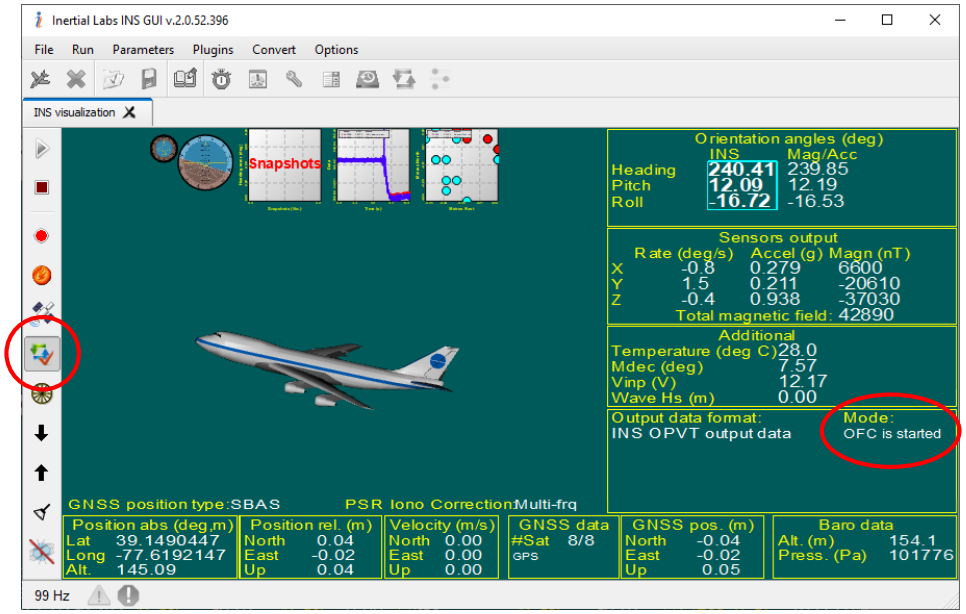

**Fig. 10.21.**
To start VG3D calibration during the operation of the INS, please click the icon on the "INS visualization" tab (see Fig. 10.21).
**Note:** After calculation, the parameters of on-the-fly VG3D calibration are used for compensation of the carrier's soft and hard iron, but they a not saved to the INS flash memory until the INS unit is stopped by clicking the "Stop" icon (see Fig. 10.21). If the INS unit is stopped by power off, then parameters of on-the-fly VG3D calibration cannot be stored to the INS flash memory. If this is the case, at the next run the INS unit should be calibrated again.